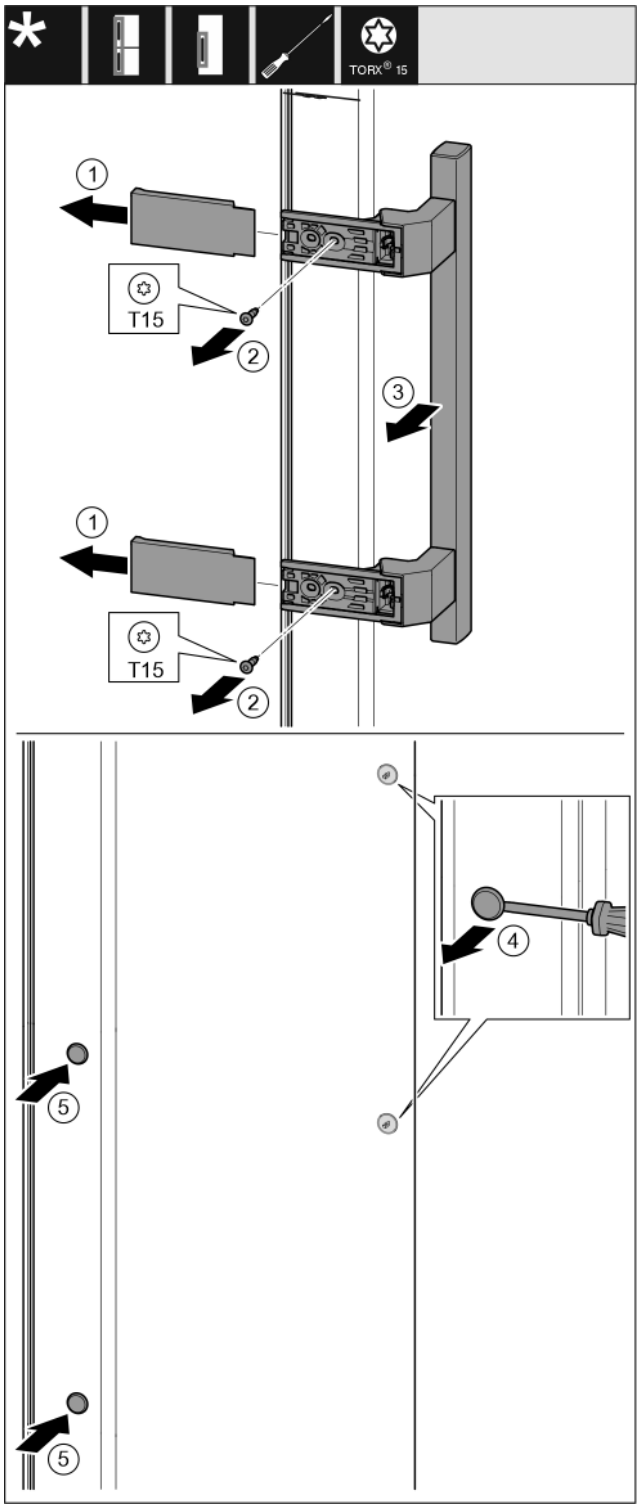

Fig. 14
- ▶ Pull off the cover. *Fig. 14 (1)*
- ▶ Unscrew the screws with a Torx 15 screwdriver. *Fig. 14 (2)*
- ▶ Take off the handle. *Fig. 14 (3)*
- ▶ Carefully lift the side plug with a slotted screwdriver and pull it out. *Fig. 14 (4)*
- ▶ Replace the plug on the other side. *Fig. 14 (5)*